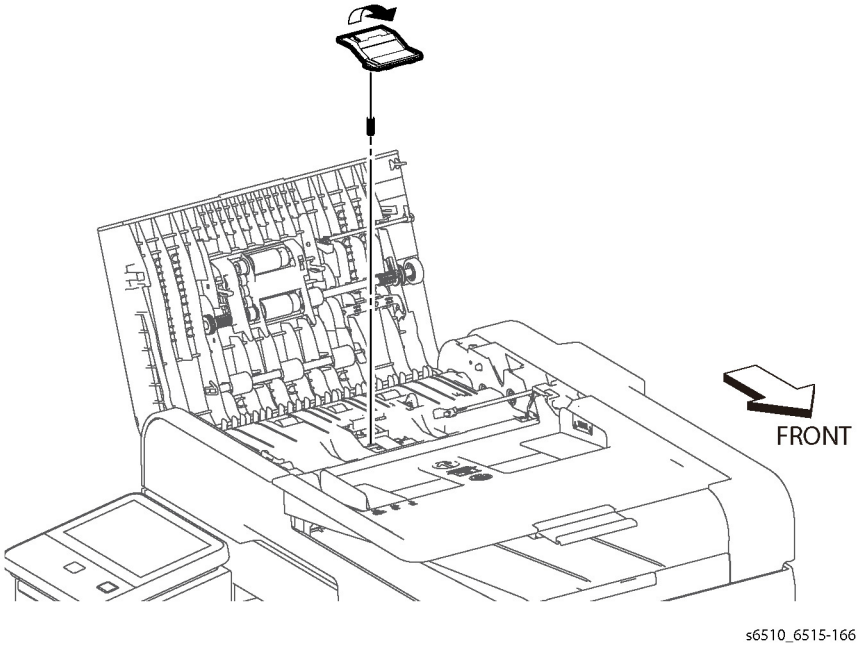

Figure 2 Remove the DADF Separator Cover and Spring
4. Refer to Figure 2 to remove the Separator Cover Assembly in the direction of the arrow.